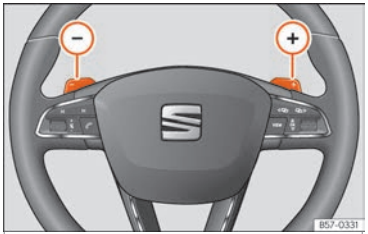

Abb. 245 Lenkrad: Hebel für Automatikgetriebe.
- Tippen Sie die Schaltwippe (+), um einen Gang hochzuschalten ››› Abb. 245.